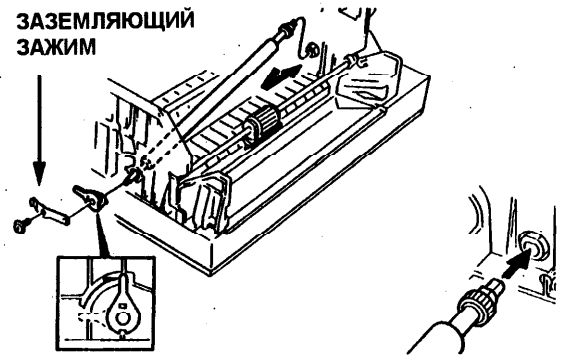

Рис. 1. Резиновый прижимной ролик
7. Снимите резиновый прижимной ролик (Рис. 1).